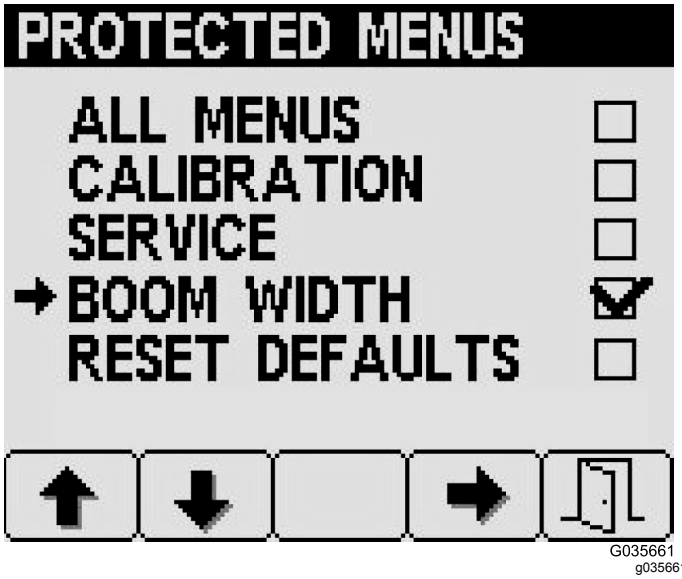

Figur 30
3. Trykk på knapp 4 for å velge eller velge bort individuelle beskyttede menyelementer som vist i Figur 30.